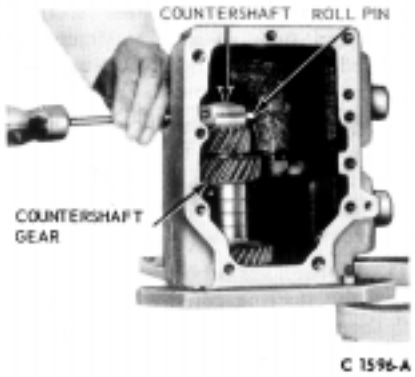

FIG. 9—Removing Countershaft Roll Pin
5. Remove the lubricant filler plug from the right side of the case. Working through the plug opening, drive the roll pin out of the case and countershaft with a 1/4 inch punch (Fig. 9).
8. Remove the snap ring that retains the output shaft bearing on the shaft. Remove the bearing from the case and shaft as shown in Fig. 9.